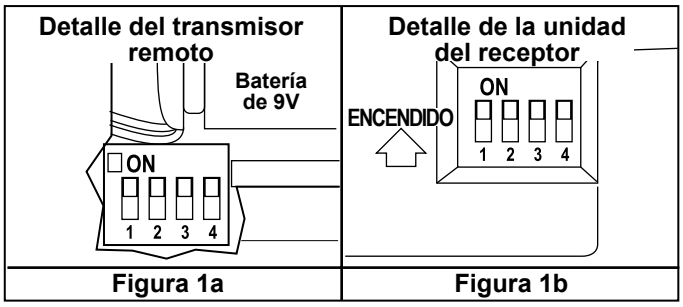

Figura 1a | Figura 1b
- T**ransmisor:** retire la cubierta de la batería. Presione firmemente la flecha que se encuentra debajo y deslice para retirar la cubierta de la batería. Seleccione su opción deslizando los interruptores de código hacia arriba o hacia abajo. La configuración de fábrica es en la posición superior. No utilice esta posición. Con un destornillador pequeño o con una lapicera deslice firmemente hacia arriba o hacia abajo (Figura 1a). Vuelva a colocar la cubierta de la batería en el transmisor.
1. Atornille dos varillas roscadas en el soporte de suspensión (Figura 1a).